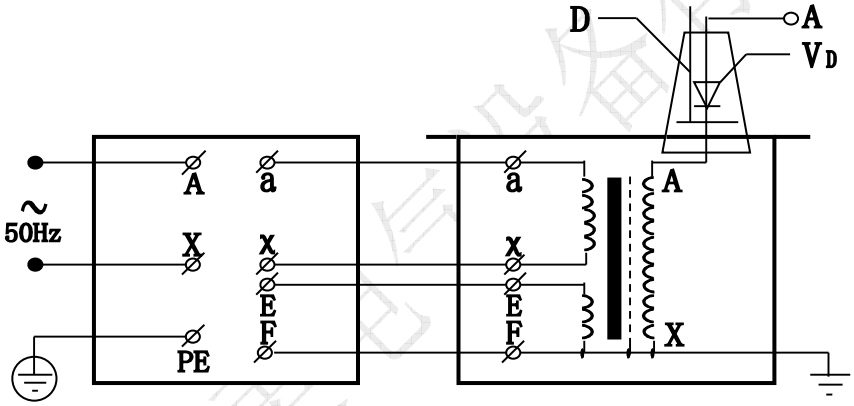

图 4：单台 TDM(G)交直流试验变压器原理图
2、 单台 TDM(G)试验变压器的工作原理图见图 4，图中高压套管中装有高压硅堆，串接在高压回路中作半波整流，以获得直流高电压。当用一短路杆将高压硅堆短接时，可获得工频高电压，作为交流输出状态；取消短路杆时，作为直流输出状态。